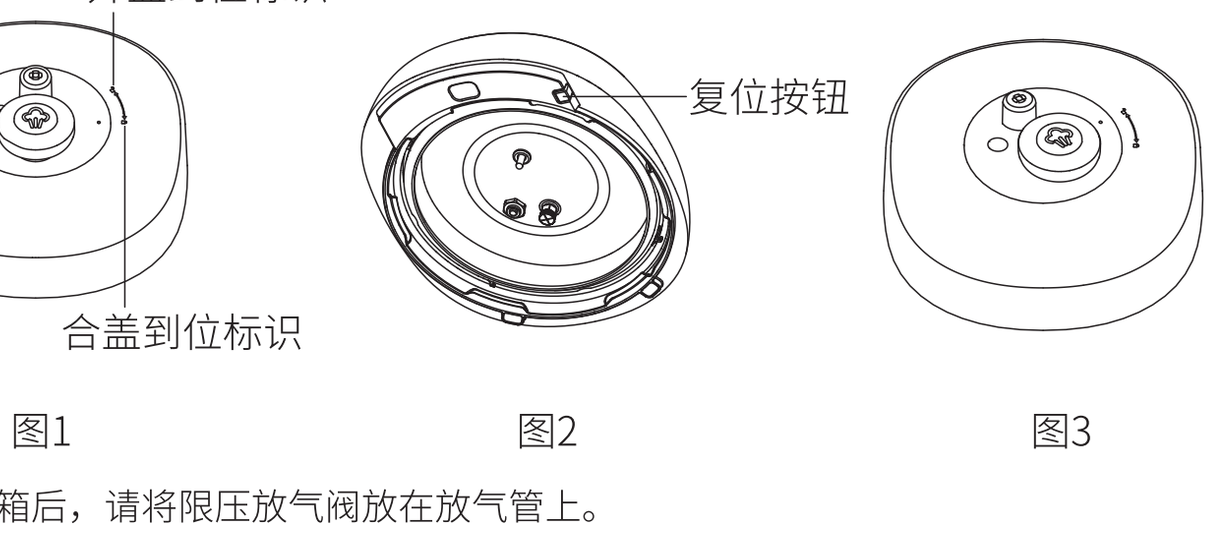

图1　图2　图3
- 用户在开盖使用过程中，上盖出现掉落或误触复位按钮造成上盖把手旋转无法达到“开盖到位标识”处，造成不能合盖，如图1所示，只需要用户手动按住复位按钮按到最底部，并同时逆时针旋转上盖把手至“开盖到位标识”处（见图2、图3），随即松开复位按钮。